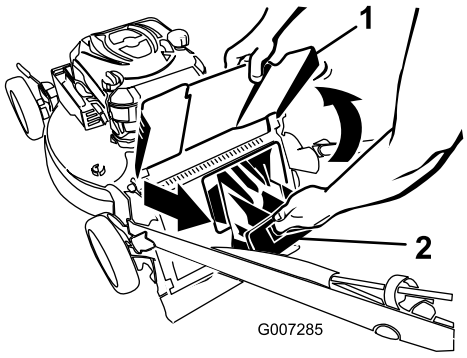

Figur 32
1. Hæv, og hold udkastdeflektoren oppe (Figur 32).